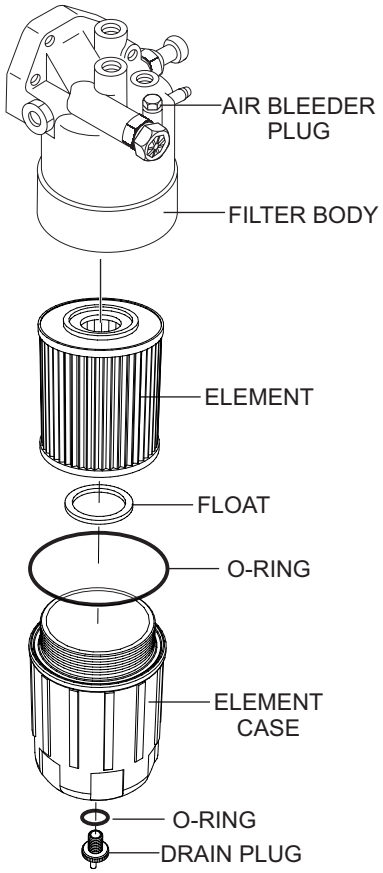

Figure 53. Fuel Filter Replacement
1. Using a **filter wrench**, remove the **element case** from the **fuel filter body** (Figure 53).
2. Wipe the inside of the **filter body** (Figure 53) with a clean cloth to remove any foreign matter or debris that may have accumulated.